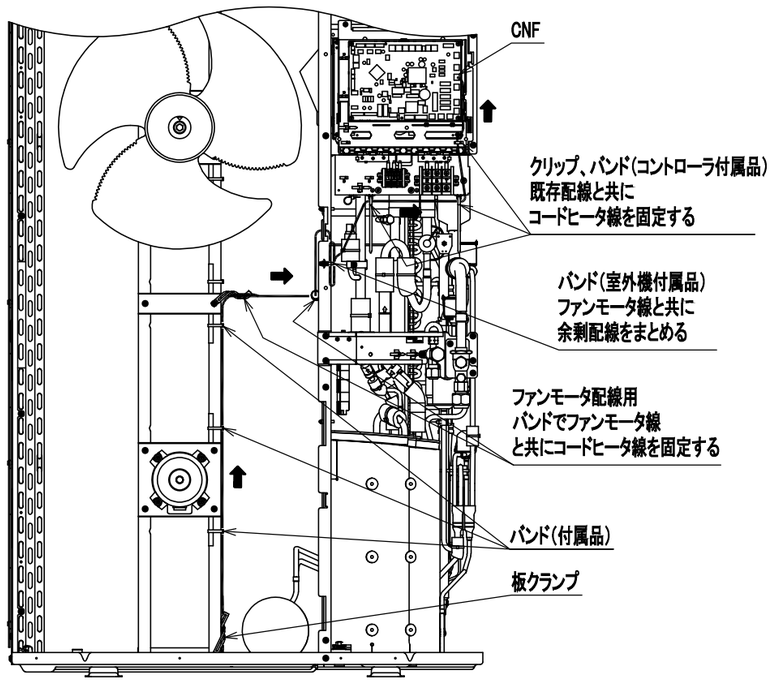

図14. FDCZP2245,2805、FDCVP2245,2805
⑦ FDCZP2245,2805、FDCVP2245,2805の場合、コードヒータの余り（非発熱部2.2m）は、モータブラケットに沿って立ち上げ、引き回しをしてください。（図14）
⑧ファンモータ配線に沿わせてグロメットを通し、コントローラ下部2箇所のバンド及びクリップで既存配線と共に固定してください。（図14,17）